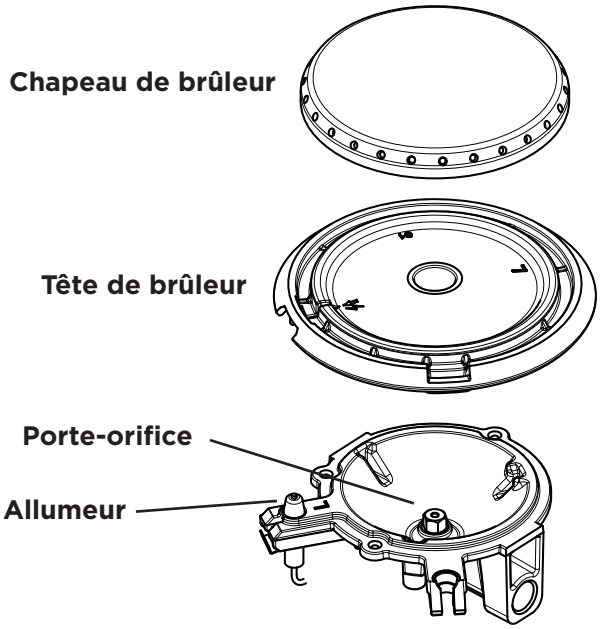
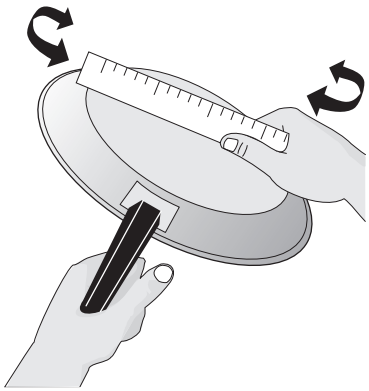

Figure 1: Chapeau de brûleur, tête de brûleur, allumeur et orifice
Figure 2: Mise à l'essai des ustensiles de cuisine
La taille et le type d'ustensiles de cuisine utilisés auront une influence sur la température nécessaire pour obtenir de meilleurs résultats de cuisson. Veiller à suivre les recommandations pour l'utilisation des ustensiles de cuisine comme illustré dans Figure 1 et Figure 2.
Vérifier sa planéité en faisant tourner une règle sur le fond de la casserole (voir Figure 1). Les ustensiles de cuisine doivent avoir des fonds plats qui sont bien en contact avec toute la surface de l'élément de chauffage (voir Figure 2).
2. Appuyer sur le bouton de commande correspondant et tourner dans le sens antihoraire hors de la position < OFF > (FERMÉ) (Figure 1).
Ne jamais laisser la flamme s'étendre au-delà de l'extrémité extérieure de l'ustensile. Une flamme plus vive gaspille simplement la chaleur et l'énergie et augmente le risque de brûlure (Figure 2).